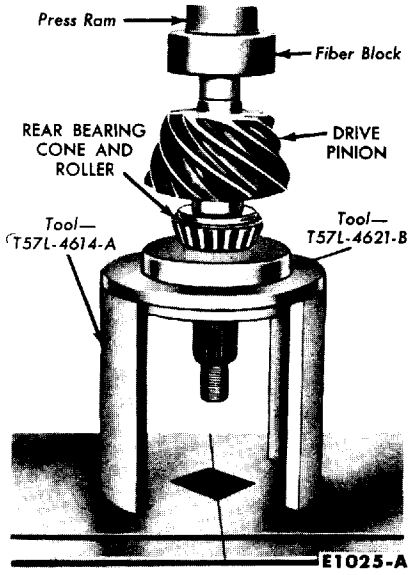
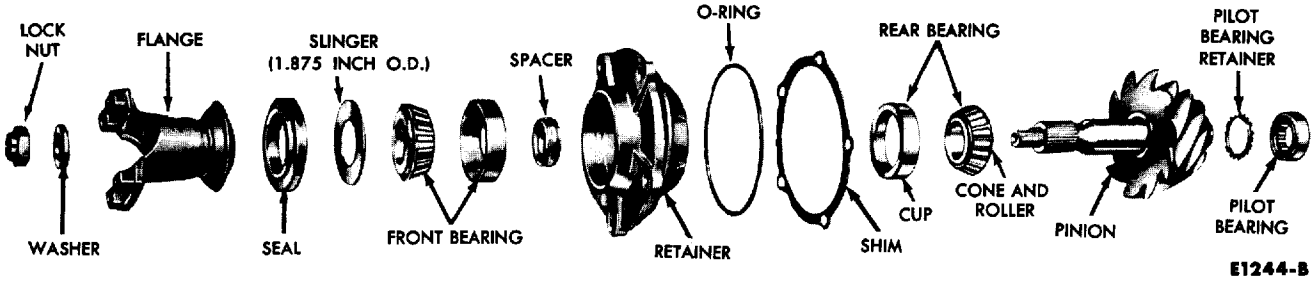

FIG. 25—Pinion Rear Bearing Cone Installation
FIG. 26—Pinion and Bearing Retainer
1. Install the drive pinion rear bearing cone and roller on the pinion shaft (Fig. 25). Place a new spacer on the pinion shaft (Fig. 26).